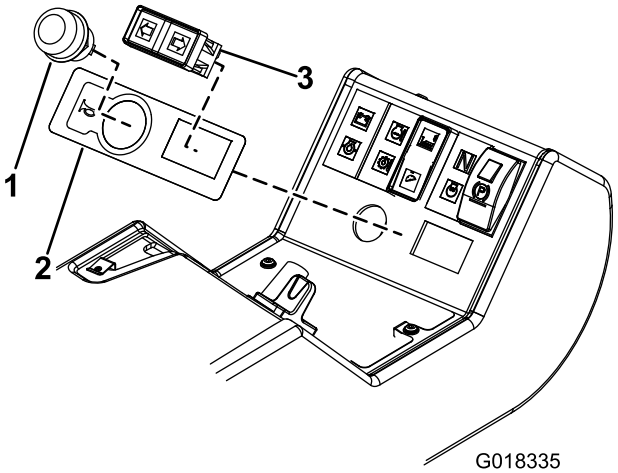
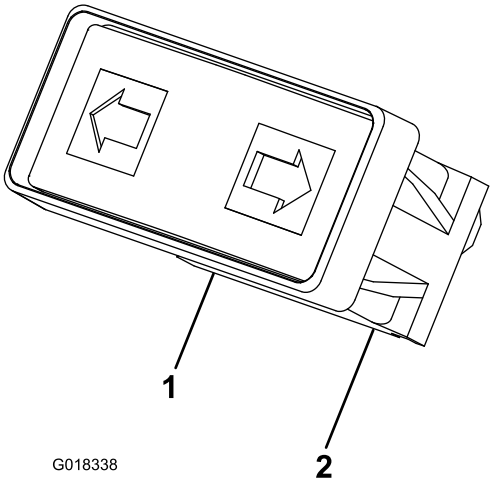

**図 18**
**図 19**
9. ホーン用のデカルを貼り付ける；丸い穴のふち部分、四角い穴のふち部分に合わせること（図 18）。
10. ホーンボタンと方向指示スイッチをコントロールパネルに取り付ける（図 18）。方向指示スイッチを取り付ける；緑/赤線は左に、緑/白線は右に取り付ける（図 19）。